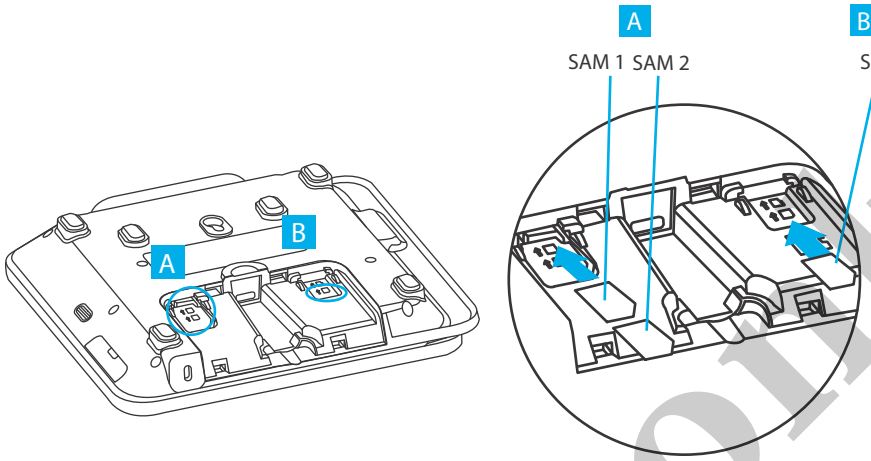

Figure 7 MSAM Insertion
4. Insert the MSAM cards. Carefully slide the cards one at a time into the slots until fully inserted. The correct orientation of the MSAM card is as indicated in the Figure 7.